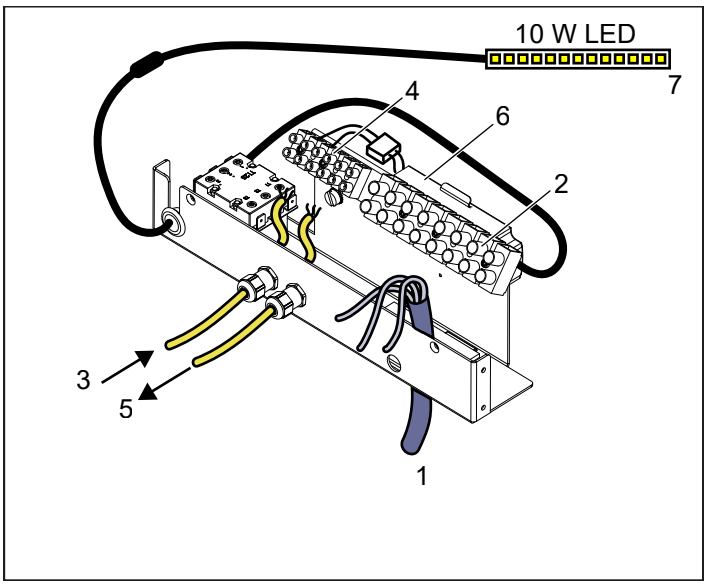

Fig 9: Eldosan
3. Anslut elkabeln (se Fig 9) enligt kopplingsschema (se fig 16)